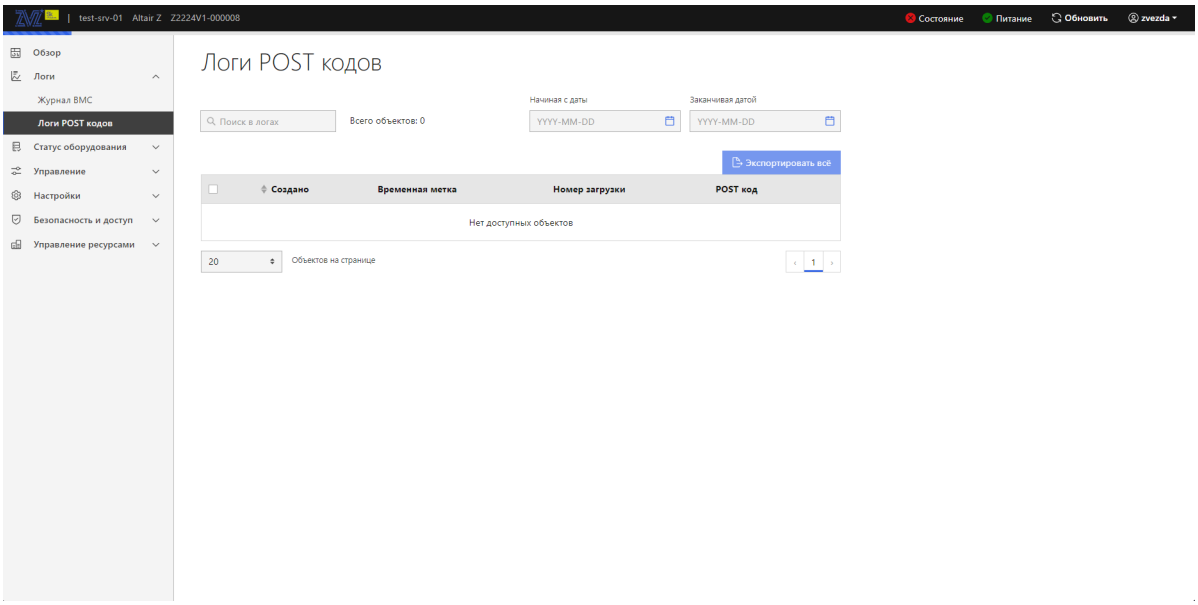

Рис. 79. Окно «Логи POST кодов»
3) Пройдите во вкладку «Логи» → «Логи POST кодов» в данной вкладке отображены все логи POST кодов. В поле «Поиск в логах» производиться поиск логов POST кодов. В поле «Начиная с даты» произведите фильтрацию по дате начала логов, в поле «Заканчивая датой» произведите фильтрацию по дате окончания логов. «Экспортировать всё» позволяет экспортировать все логи POST кодов. Окно показано на рис. 79 Окно «Логи POST кодов»